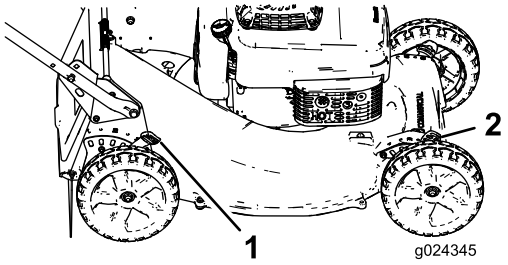

Figure 11
1. Tirez le levier de hauteur de coupe vers la roue (Figure 11) et amenez-le à la position voulue.